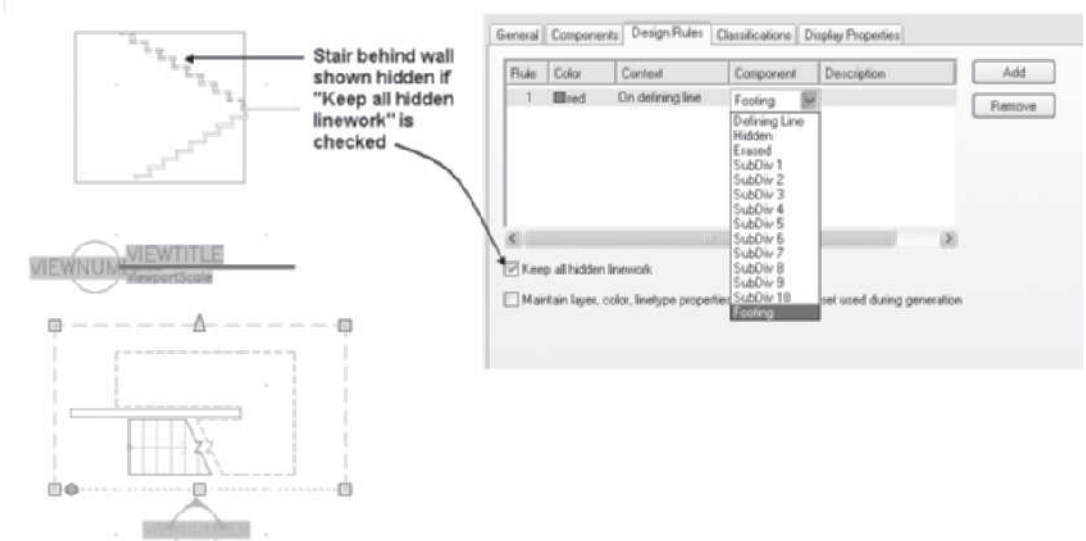

FIGURE 12.20 *Design Rules tab of the Elevation Style Properties dialog box*
The Design Rules tab is shown in Figure 12.20.
Keep all hidden linework—All hidden components are displayed in the elevation. The stair behind the wall shown in Figure 12.20 is shown with hidden lines since this toggle is checked.
4. Select the **Design Rules** tab (shown in Figure 12.20), click the **Add** button, and specify the color name/number. Click in the **Context** column and select a context, such as **Any Visible or Hidden**, of the object from the model that will be assigned unique display. Click in the **Component** column and specify the name of the display component, such as **Footing**, created in step 2.